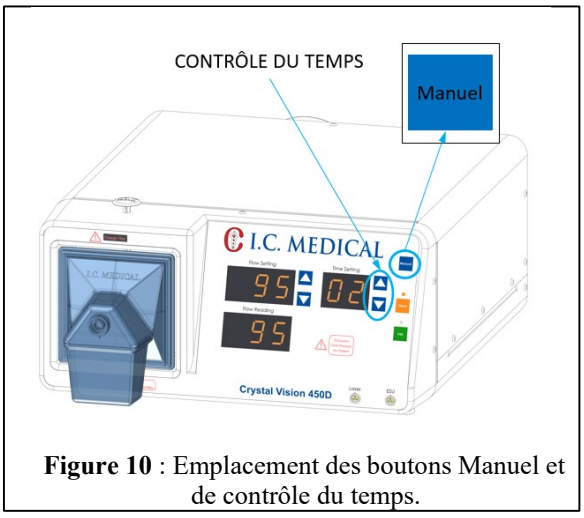

Figure 10 : Emplacement des boutons Manuel et de contrôle du temps.
2. Ajustez le TEMPS en appuyant sur les boutons poussoirs (Figure 10) jusqu'à ce que l'affichage pour TEMPS indique 2 SECONDES. La pompe doit fonctionner lorsque le capteur ESU ou l'interrupteur au pied laser est activé et s'arrête environ 2 secondes après le relâchement de l'interrupteur au pied.
3. La pompe doit fonctionner lorsque le bouton-poussoir MANUAL (Figure 10) sur le panneau avant est enfoncé et s'arrêter environ 2 secondes après le relâchement du bouton.